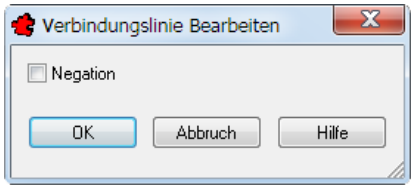

Bild 25.10 – Verbindungslinien können negiert werden
- Wählen Sie den Rahmen des Zustandes 0. Daraufhin erscheint eine Abfrage, mit der Sie die Verbindung als *Negation* definieren können. In diesem Fall bestätigen Sie sie einfach (Abb. 25.10).